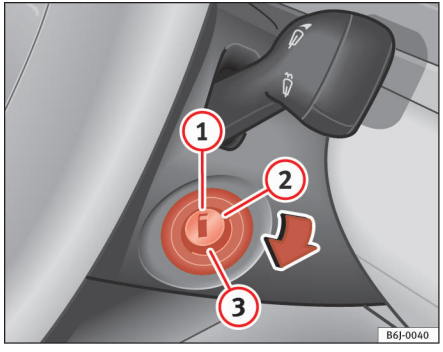

Fig. 101 Tændingsnøglens stillinger
I denne stilling ⇒ side 131, fig. 101 er tændingen afbrudt og motoren standset, og rattet kan låses.
– Drej tændingsnøglen til stilling ⇒ side 131, fig. 101 (2). Mens motoren forgløder, lyser kontrollampen ⚯.
– Drej tændingsnøglen til stilling (3) for at starte motoren, når kontrollampen ikke længere lyser – træd ikke på speederen.
– Drej tændingsnøglen til stilling ⇒ side 131, fig. 101 (1).